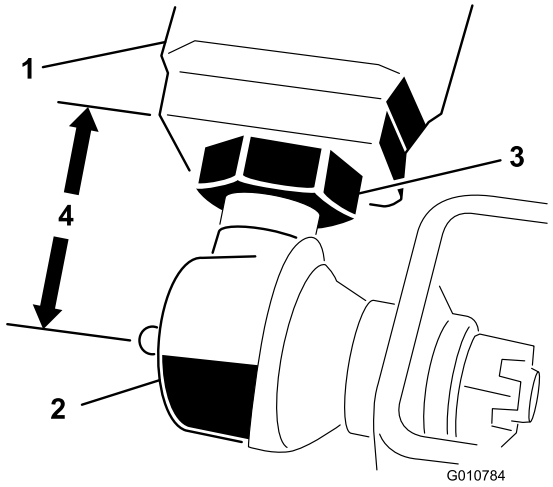

Figuur 5
2. Meet de afstand vanaf het uiteinde van elke hefarm tot het midden van de kogelverbinding (smeernippel). Deze afstand moet ongeveer 57 mm bedragen. Figuur 5